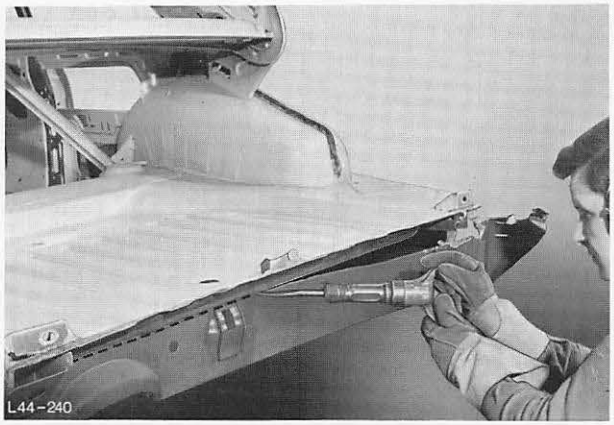

Abb. 255 Querträger austrennen
2. Querträger austrennen, Abb. 255.